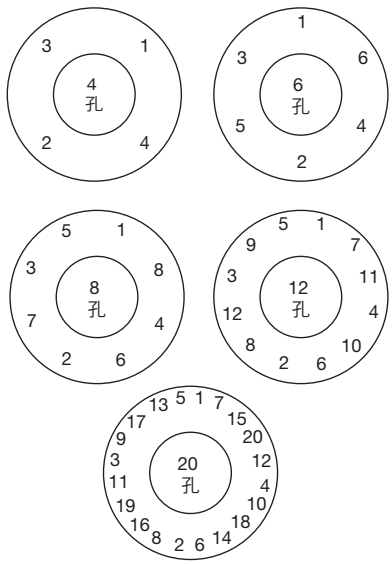

图 39: 螺栓拧紧图案
- 16. 将少量的润滑剂涂覆在主轴 (15) 的弹簧垫圈的承载表面。
- 17. 将弹簧组件放置在主轴 (15) 上。
- 18. 在安装阀盖 (11) 之前，将一个新的阀盖垫圈 (12) 放入基座 (1) 内。利用合适的螺栓紧固模式（见图 39），均匀地紧固螺柱螺母 (14)。确定当前阀门要求的扭矩（参照表 11）。确定每轮紧固模式的扭矩值（见表 11）。最后一轮要确保所有螺柱螺母达到规定的扭矩。
- 19. 在调整螺钉锁紧螺母 (20) 已安装到接近调整螺钉 (19) 顶部后，对圆头一端和调整螺钉的螺纹涂覆少量润滑剂。